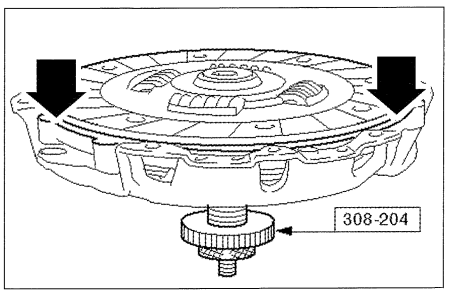

FIG. 2
• Poner el disco en el volante con un eje guía de centrado apropiado o centrar el disco en el mecanismo con el útil Ford 308-204 **(fig. 2).**